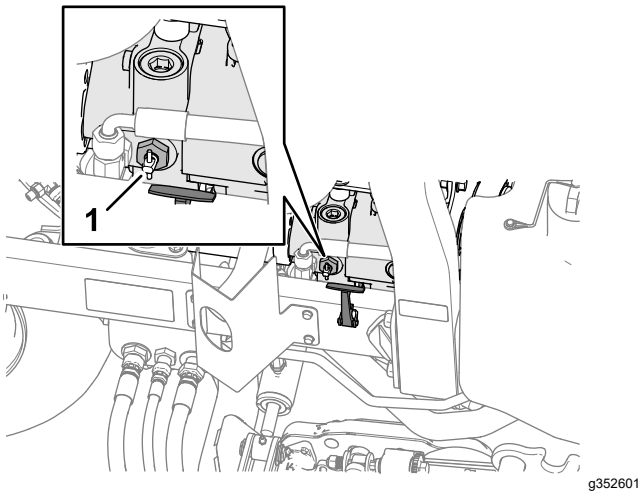

Figur 51
2. Vrid förbikopplingsventilens handtag på pumpen (Figur 51), som sitter nära den högra motorhuvsspärren, i 90°.